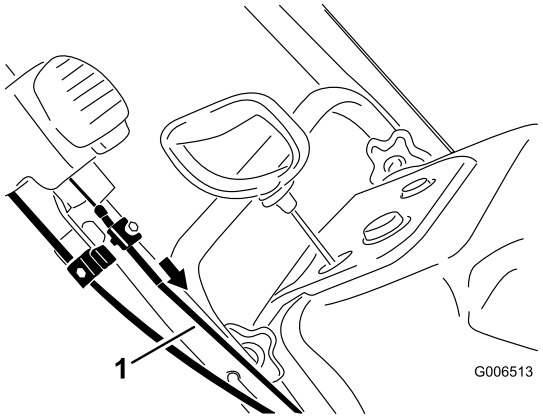

Figur 42
5. Træk den øvre kabelafskærmning fremad, indtil du fjerner slæk i kablet, og stram skruen på den øvre kabelklemme godt fast (Figur 42).